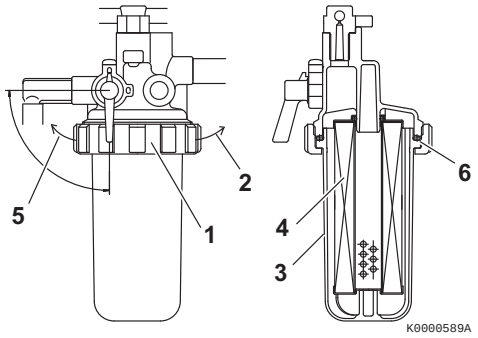

Figure 15
3. Turn the retaining ring **(Figure 15, (1))** to the left **(Figure 15, (5))**.
4. Carefully remove the cup **(Figure 15, (3))**. Pour the fuel into an approved container and dispose of waste properly. Hold the bottom of the cup with a shop towel to prevent the fuel from dripping. Wipe up any spills immediately.
5. Remove the fuel filter element **(Figure 15, (4))** by pulling it down.
8. Check the condition of the O-ring **(Figure 15, (6))**. Replace if necessary.
9. Install the cup to the mounting flange and turn the retaining ring **(Figure 15, (1))** to the right **(Figure 15, (2))**. Hand-tighten only.